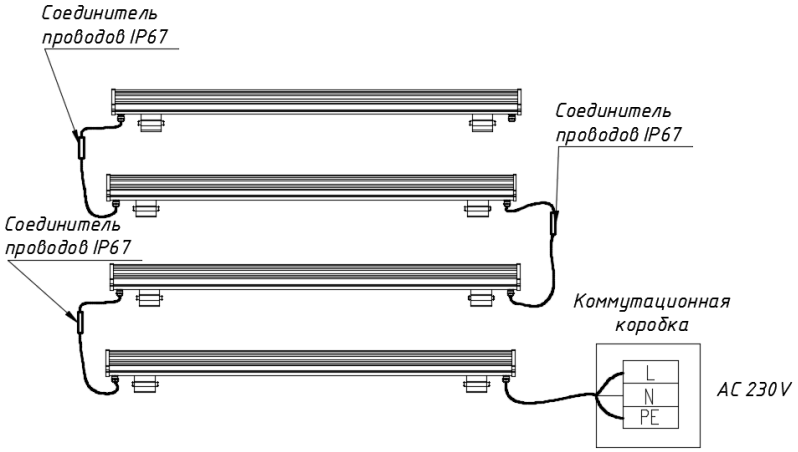

Рис.4
6.6.5 Установить светильник под нужным углом к освещаемому объекту и зафиксировать положение светильника с помощью боковых винтов на поворотных скобах и подключить кабель питания в соответствии с Рис.4. Подать питание на сетевой кабель. Убедиться в работоспособности светильника.